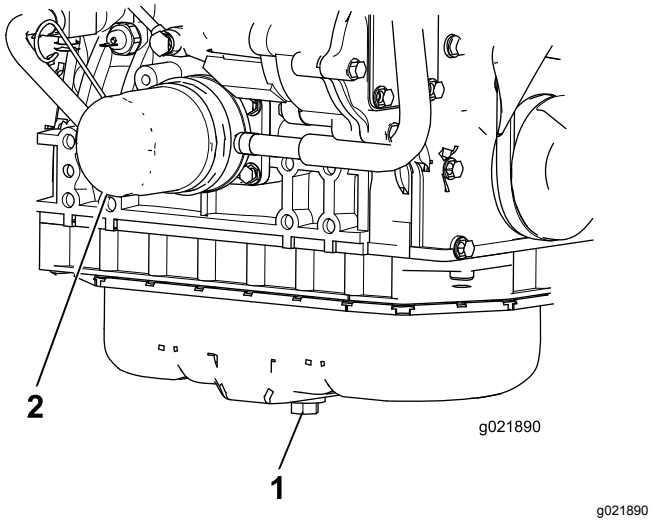

Figur 86
1. Fjern tappepluggen (Figur 86) og la oljen renne ut i et tappefat.
3. Ta av oljefilteret (Figur 86).